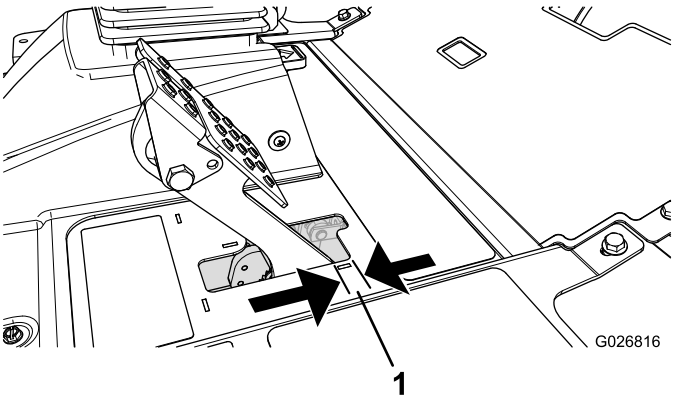

Figur 66
Juster bremserne, hvis bremsepedalen har mere end 2,5 cm fri vandring (Figur 66), eller hvis mere fastholdelseskraft er påkrævet. Fri vandring angiver den afstand, som bremsepedalen kan flyttes, før du mærker bremsemodstand.
2. Tilspænd den bageste møtrik for at flytte kablet bagud, indtil bremsepedalerne har 6 til 13 mm fri vandring (Figur 66), før hjulene låses.